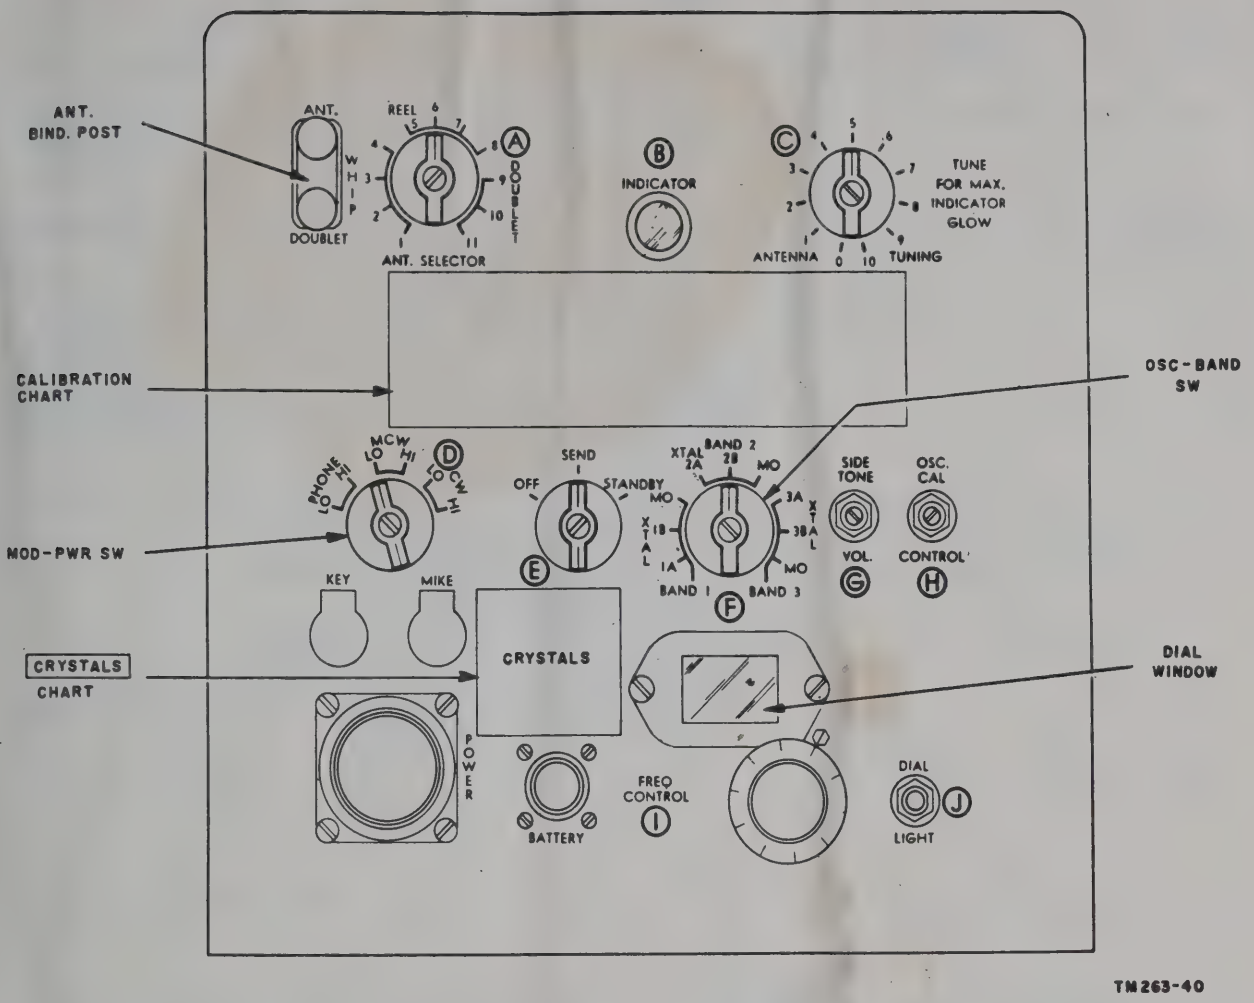

Figure 43. Transmitter front panel controls.
42. Transmitter Section (fig. 43)